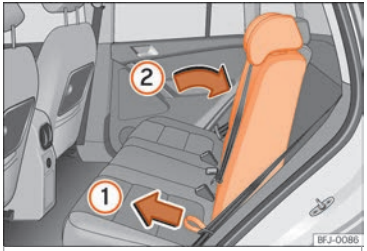

Fig. 141 Ajuste del respaldo del asiento trasero.
- Haga presión con una mano sobre el respaldo derecho o izquierdo del asiento y, al mismo tiempo, tire con la otra mano del lazo correspondiente ››› fig. 141 ①.